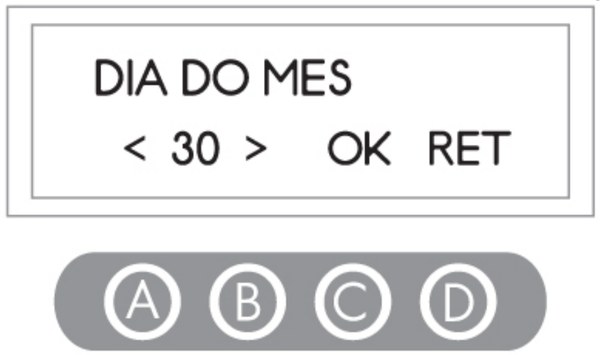

figura 49
4) Proceda ao ajuste do **dia do mês** pressionando as teclas A ou B e confirme essa opção pressionando a tecla C, conforme figura 49.